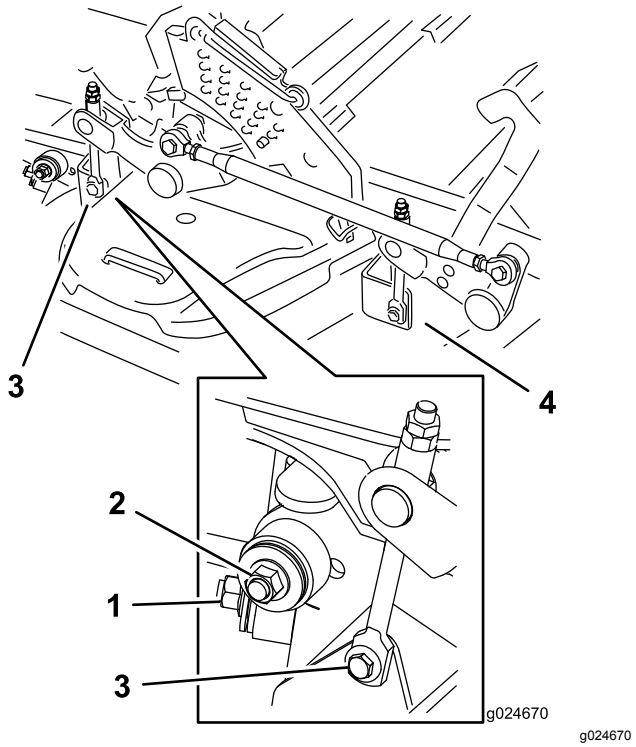

Figur 121
7. Fjern og hold tilbake delene på begge sider av klippeenheten, som vist i Figur 121.